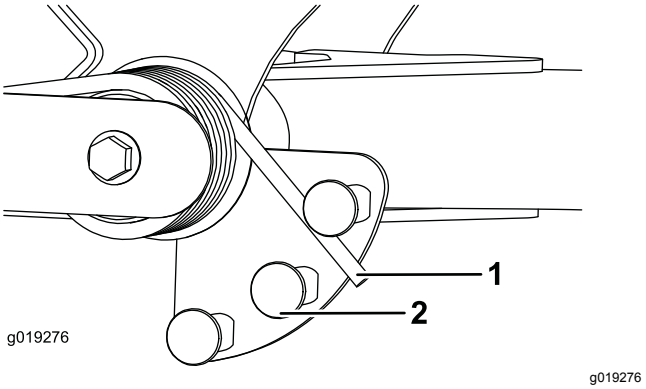

Figur 66
2. Sätt ett rör eller liknande på den långa fjäderänden och vrid det runt fjäderdonet till önskat läge (Figur 66).